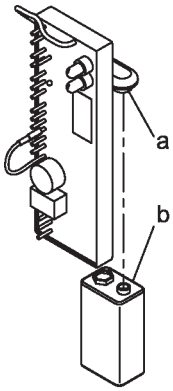

Abb. 7: Batteriewechsel
4. Neue Batterie in den Anschlussclip einsetzen (siehe Abbildung 7).